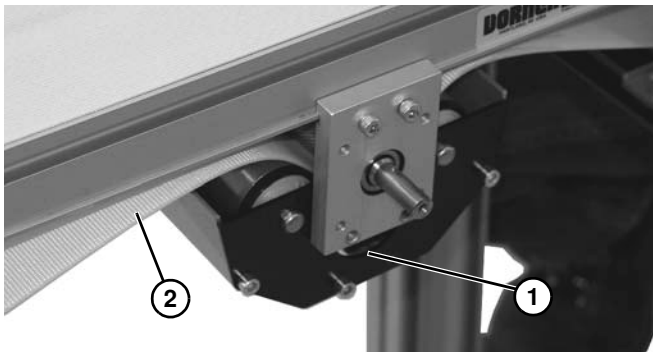

Figure 73
4. Descendre et retirer le module d'entraînement médian **(Figure 73, élément 1)** de la bande **(Figure 73, élément 2)**.